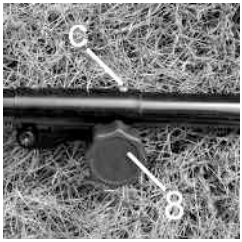

рис. 3
1. Ослабьте фиксатор (8), снимите предохранительную заглушку (a) и защитную муфту (b).
2. Соедините верхний вал и крепежную штангу в правильном положении так, чтобы кнопка блокировки (c) зафиксировалась, как показано на (Рис. 3).
3. Затяните фиксатор (8).